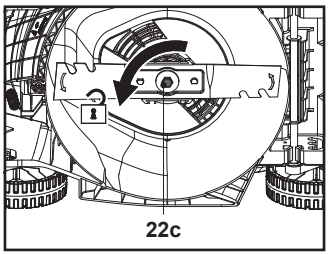

**Fig. 19**
1. Maintenir le dessous de la machine et la lame de coupe (22) propres et exempts de débris. Retirer l'herbe coupée de la goulotte d'éjection arrière (21).
3. Garder la lame de coupe (22) aiguisée pour assurer de bonnes performances de coupe. Si la lame de coupe est usée ou endommagée, la remplacer par une neuve de même type ou demander à un spécialiste qualifié de l'affûter.
4. Desserrer le boulon de fixation (22c) dans le sens antihoraire à l'aide d'une clé à chocs électrique adaptée (taille de douille 13 mm) (Fig. 19), puis le retirer avec la rondelle plate (22b) et la lame de coupe (22).